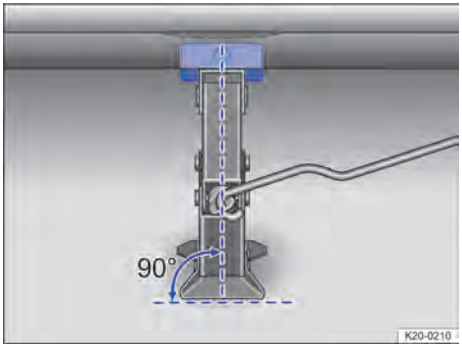
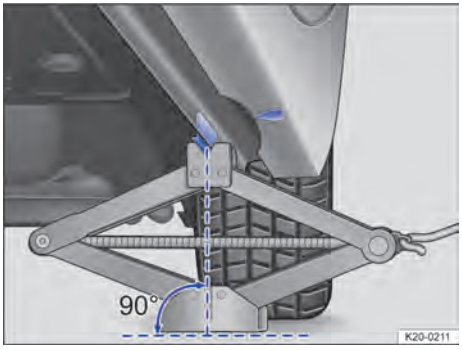

**Fig. 205** Gato colocado en el lado izquierdo del vehículo, en la zona trasera.
**Fig. 206** Gato colocado en el lado izquierdo del vehículo, en la zona trasera.
9. Asegúrese de que toda la base del gato descanse firmemente sobre el suelo y de que se encuentre en vertical exactamente debajo del punto de apoyo → fig. 205 y → fig. 206.
10. Centre el gato y siga subiéndolo con la manivela hasta que la garra sujete el refuerzo de debajo del vehículo → fig. 206.